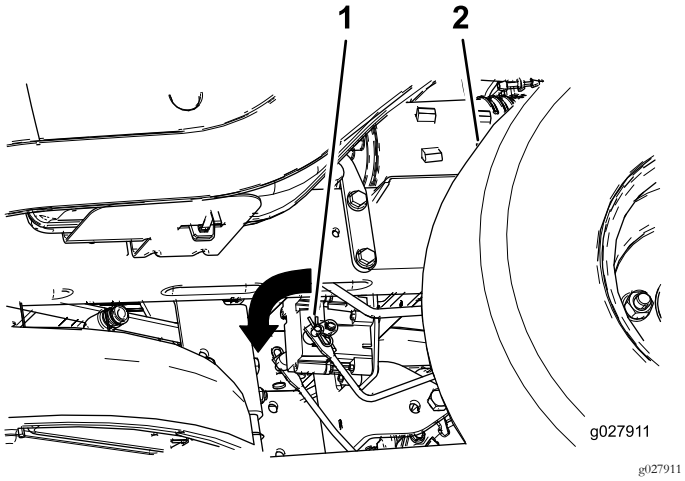

Figur 55
2. Leta rätt på elbromsens axel där bromsens länkarmar har anslutits (Figur 55).